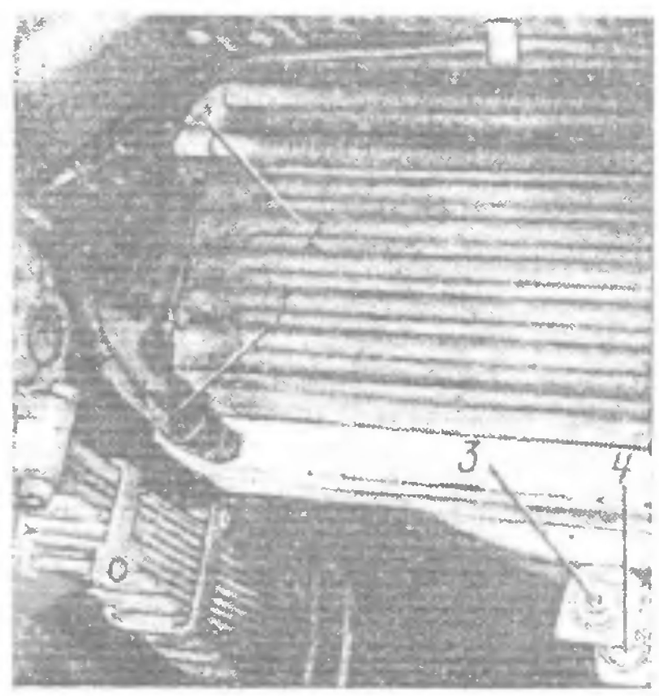
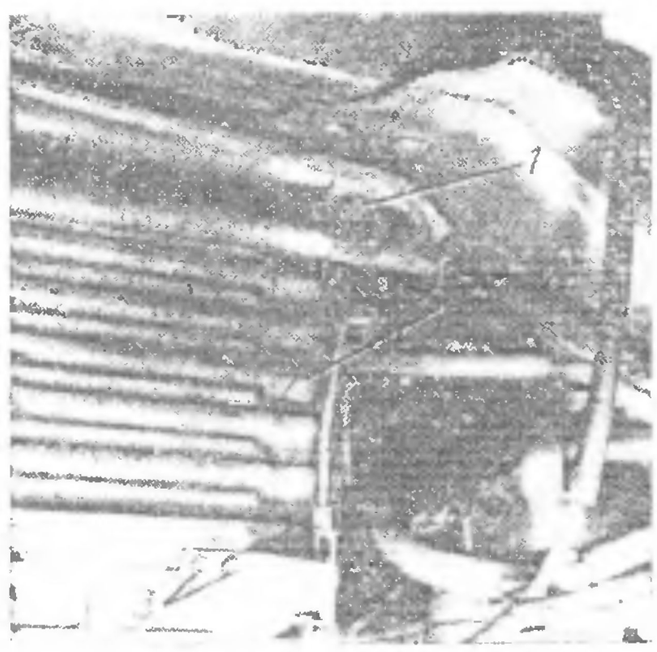

Рис. 22. Тяга крепления радиатора:
Рис. 23. Привод жалюзи радиатора
9. Отсоедините от радиатора шланг *1* (рис. 22) отопителя. Выверните болт *2* (правый) крепления масляного радиатора гидроусилителя рулевого управления. Отверните гайки *3* и *4* тяги крепления радиатора и снимите ее вместе с чашками, резиновыми подушками и распорными втулками	Отвертка, ключи 13, 17 мм, накидной ключ 17 мм
10. Выверните второй болт *1* (рис. 23) крепления масляного радиатора гидроусилителя рулевого управления. Выверните болты *3* кронштейна и расшплинтуйте поводок *2* привода жалюзи	Ключи 10, 13 мм, плоскогубцы, сменная головка 13 мм и вороток
23. Зашплинтуйте поводок *2* (см. рис. 23) привода жалюзи и, установив кронштейн, вверните болты *3*. Вверните без затяжки болт *1*, присоединив масляный радиатор гидроусилителя рулевого управления	Плоскогубцы, ключи 10, 13 мм, сменная головка 13 мм и вороток
24. Вверните болт *2* (см. рис. 22) крепления масляного радиатора гидроусилителя рулевого управления. За-	Ключ 13 мм, отвертка, сменная головка
тяните окончательно болт *1* (см. рис. 23). Подсоедините к радиатору и закрепите шланг *1* (см рис. 22) отопителя	13 мм и вороток
30. Установите тягу крепления радиатора, распорные втулки, подушки, чашки и заверните гайки *3* и *4* (см. рис. 22) крепления тяги	Ключ 17 мм, накидной ключ 17 мм